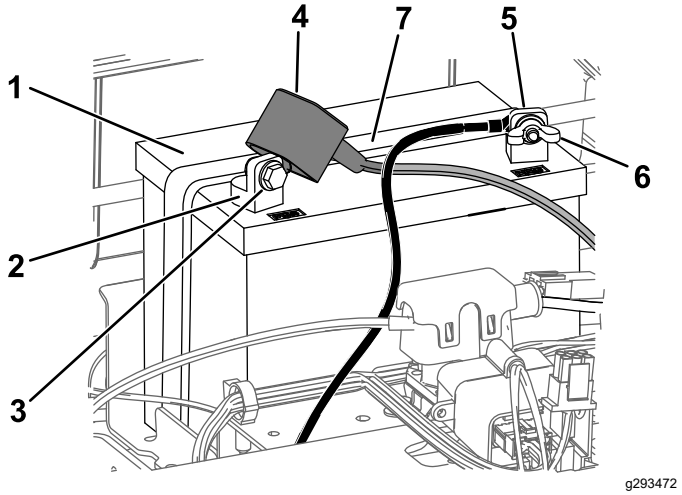

Figuur 48
4. Maak de minkabel (zwart) los van de accupool (Figuur 48).
6. Maak de pluskabel (rood) los van de accupool (Figuur 48).
7. Verwijder de bevestigingsband van de accu (Figuur 48) en til de accu uit de accubak.
1. Plaats de accu in de bak (Figuur 48).
5. Zet de accu vast met de bevestigingsband (Figuur 48).